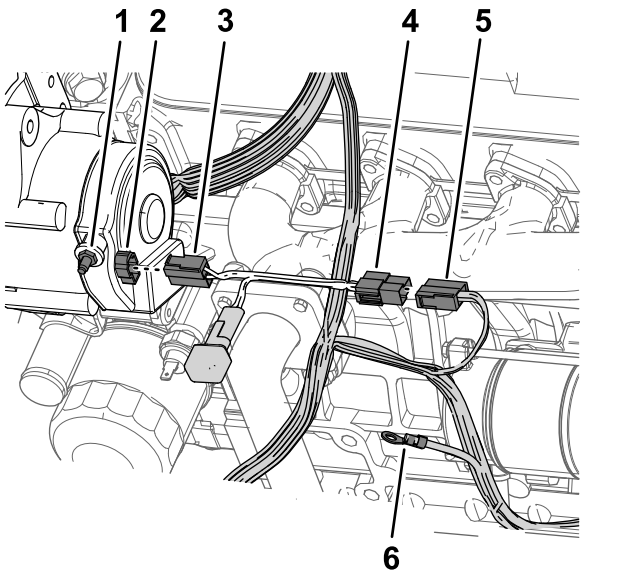

Figur 244
1. Juster sokkelstikket på generatorens adapterledningsnet efter benene på generatorens (60 A) elektriske konnektor, og skub konnektorerne sammen, så låsen på konnektoren klikker sikkert på plads (Figur 244).
2. Ret konnektoren med to flade ben på generatorens adapterledningsnet ind med konnektoren med 2 sokler på ledningsnettet til maskinen, som du fjernede i trin 2 i Afmontering af generatoren (40 A) (side 109), og tryk konnektorerne sammen, indtil låsen på konnektorerne klikker på plads (Figur 244).